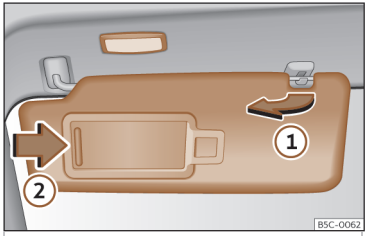

Fig. 100 Parasol.
- El parasol puede extraerse de la fijación y girarse hacia la puerta››› **fig. 100 ①**.